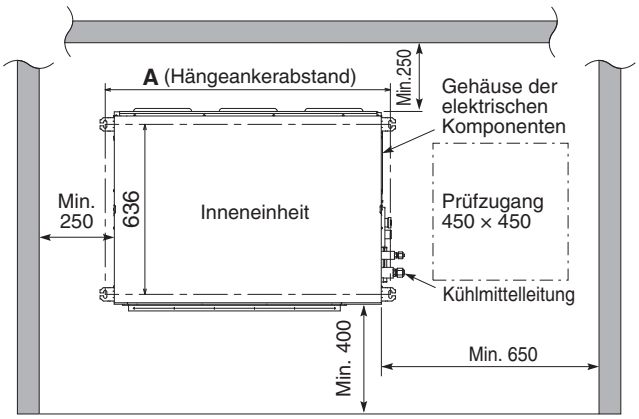

Abb. 3-1
- Die erforderlichen Mindestabmessungen für Installation und Wartung sind in Abb. 3-1 und Tabelle 3-1 aufgelistet.
(1) Wenn die Einheit im Innern der Decke positioniert werden soll, den Hängeankerabstand anhand der Abmessungen in Abb. 3-1 und Tabelle 3-2 bestimmen.